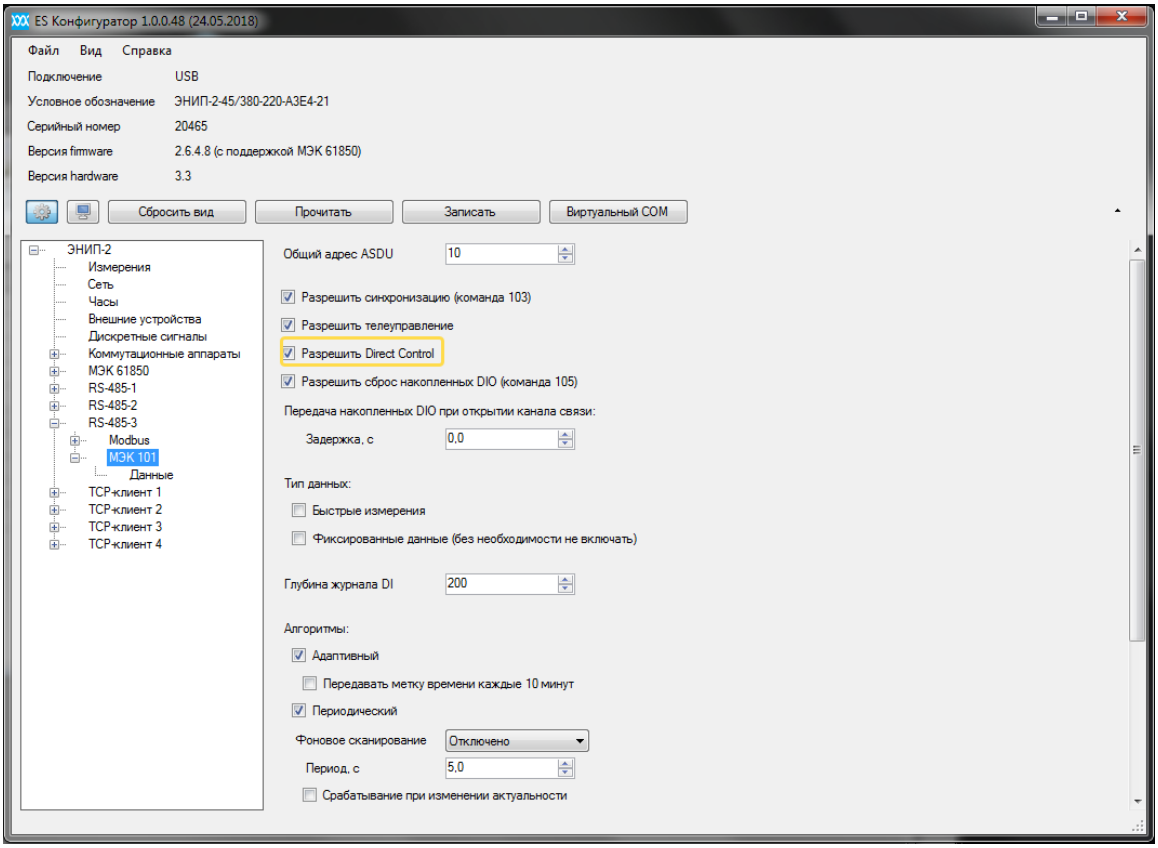
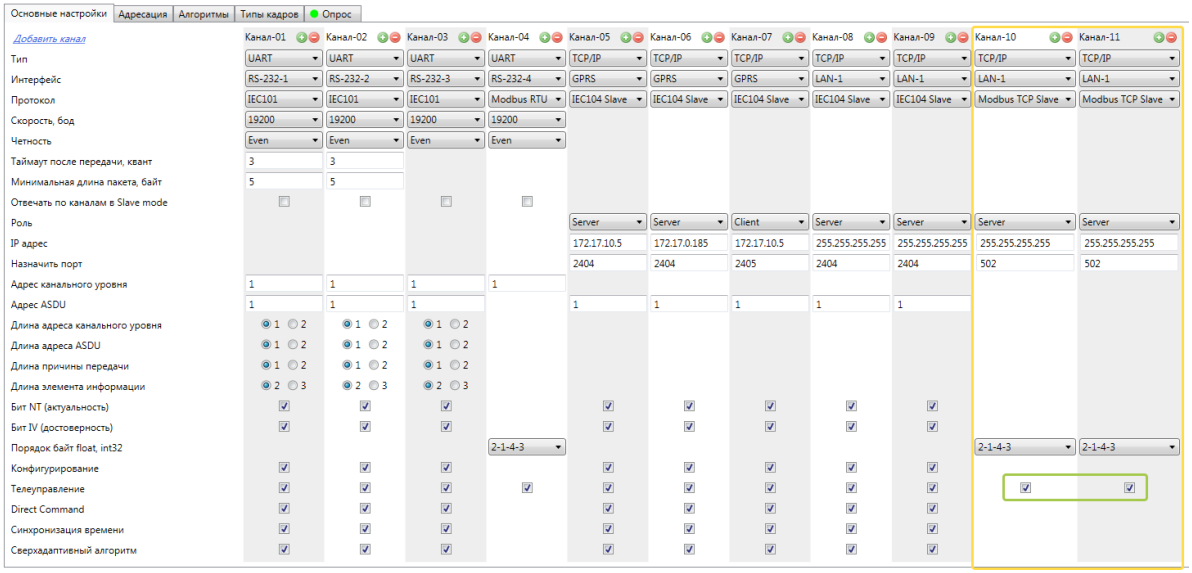

Рисунок 4.7. Настройка ЭНИП-2 для передачи команд ТУ.
Рисунок 4.8. Настройка каналов для выдачи данных по Modbus TCP.
4.1.5 Для телеуправления устройств, опрашиваемых по МЭК-60870-101/104, необходимо, чтобы у опрашиваемого устройства было разрешено одностадийное управление (Direct Control в случае ЭНИП-2 или ЭНМВ-1, рис. 4.7). Также в настройках канала должно быть разрешено телеуправление по Modbus TCP каналу (рис. 4.8).